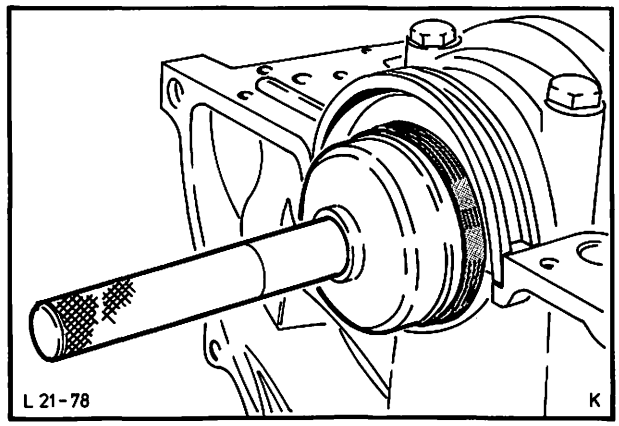

Abb. 110 Radialdichtring mit Spezialwerkzeug 21-059 einpressen
37. Neuen hinteren Radialdichtring an der Dichtlippe mit Motoröl benetzen, auf das Spezialwerkzeug 21-059 schieben und bis zum Anschlag des hinteren Kurbelwellenlagers, Abb. 110, treiben.